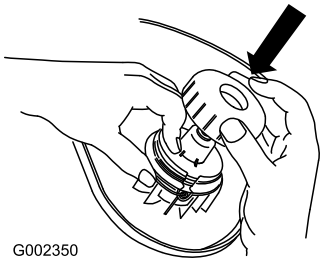

Figure 16
2. Tout en tenant le fil et la bobine, placez le chapeau sur la bobine (Figure 16).